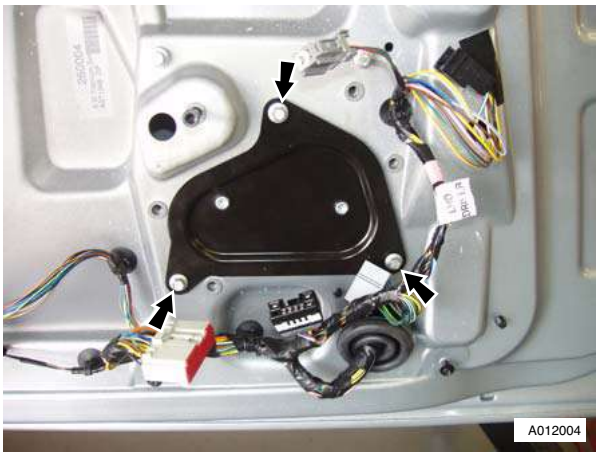

Figure 4
14. Remove bolts (x3) securing side impact sensor mounting plate, disconnect multiplug, remove plate assembly (see Figure 4).